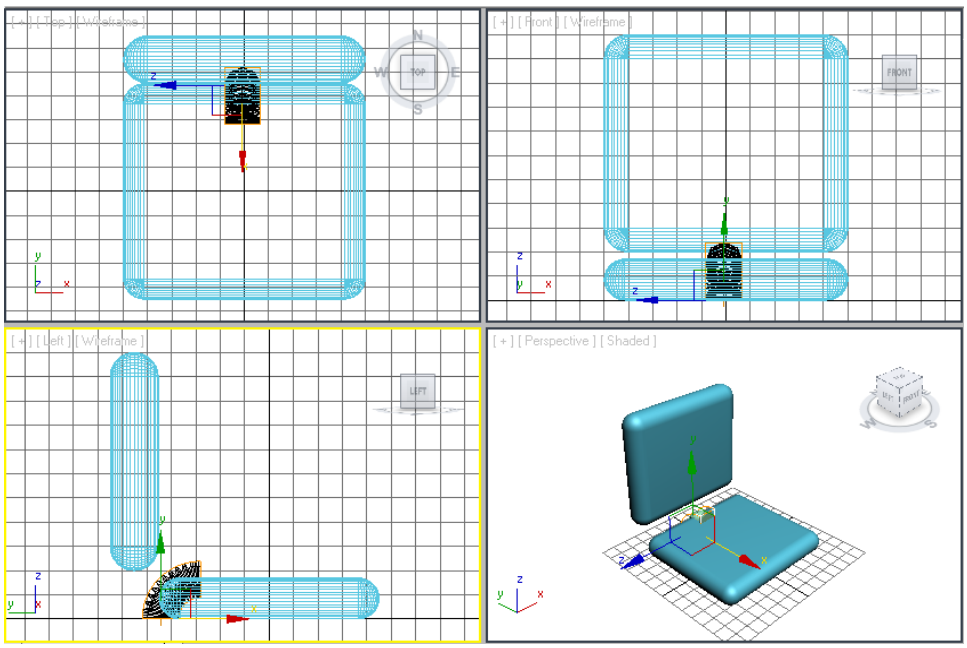

Figure 3-39 *The spring support after applying the* ***Bend*** *modifier*
3. After entering the values, the *spring support* is displayed, as shown in Figure 3-39.